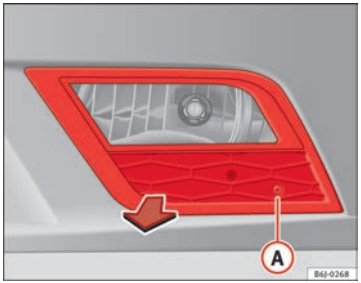

Fig. 146 Front fog light
– Remove the bolt ⇒ Fig. 146 (A) from the fog light grille with a screwdriver.